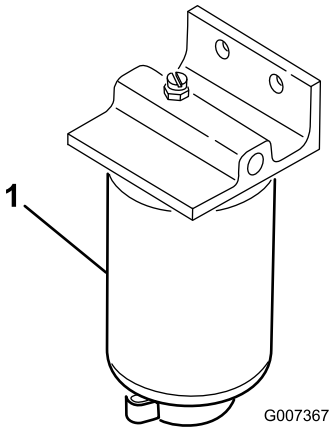

Rysunek 46
2. Wyczyść obszar wokół miejsca mocowania (Rysunek 46).